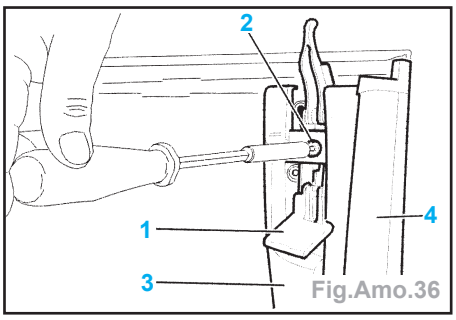

Fig.Amo.36
- Déposer les garnitures latérales de pavillon (Fig.Amo.36) :
- abaisser la poignée de commande (1),
- déposer la vis (2),
- déclipser progressivement la garniture (3) de l'AV vers l'AR.